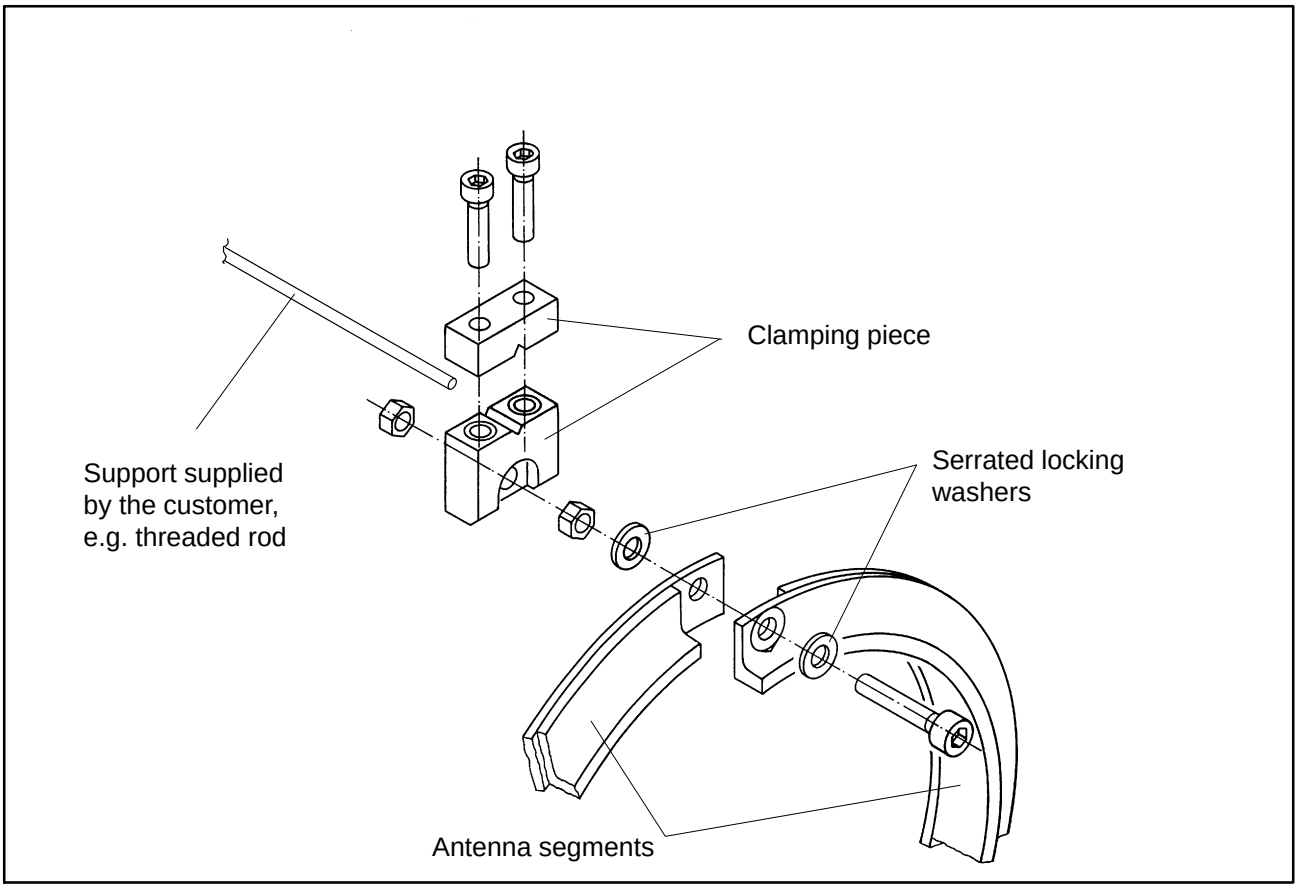

Fig. 4.7: Clamping piece assembly
2. Fasten the clamping piece with the enclosed screws as shown in Fig. 4.7. It is essential to use the new serrated locking washers.